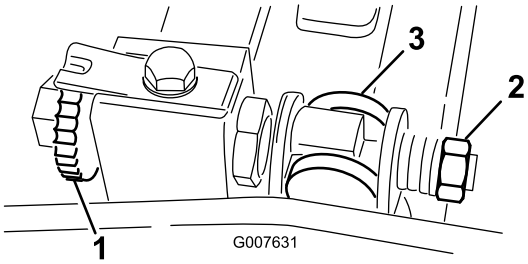

Figur 54
1. Drej bundtværstangens justeringsskrue mod uret for at føre bundkniven væk fra knivcylinderen (Figur 54).
2. Før fjederspændingsmøtrikken bagud, indtil skiven ikke længere sidder stramt mod bundtværstangen (Figur 54).